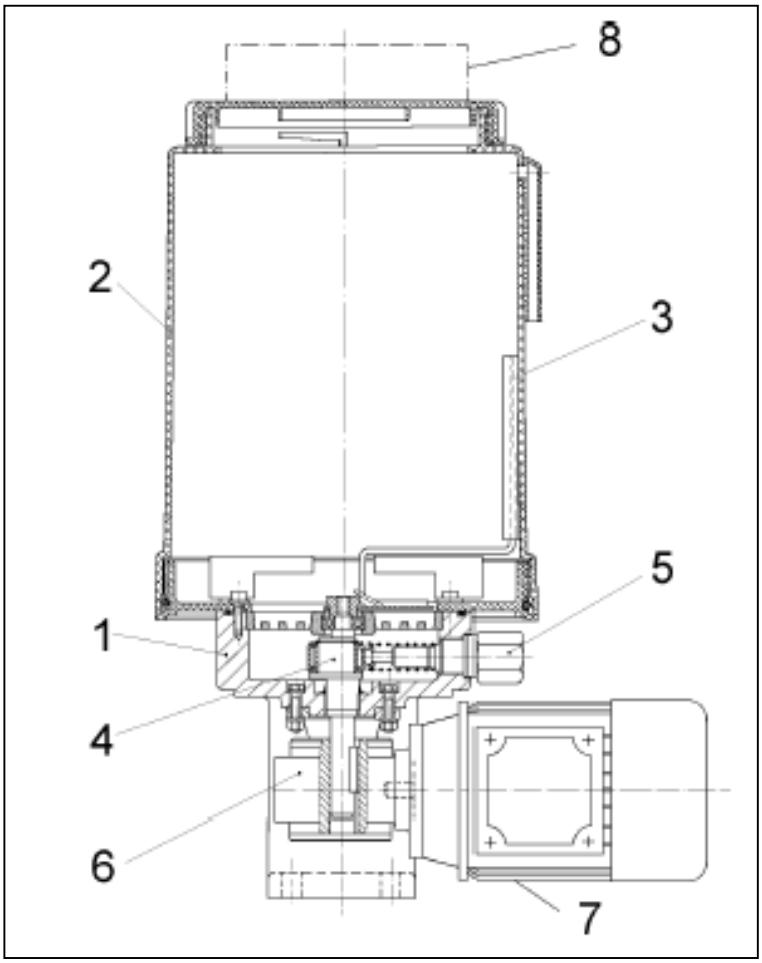

Рис. 1 Насос 205 в разрезе
- Насос состоит в основном из деталей показанных на рис. 1.
- Червячный механизм привода насоса (6) понижает частоту вращения эл.дв. (7) на частоту вращения эксцентрикого вала (4).
- Эксцентриковый вал (4) сообщает поршням насосных элементов (5) возвратно-поступательное движение, при котором происходит засасывание и выталкивание смазки через обратный клапан к выпуску.
- Эксцентриковый вал (4) одновременно приводит в движение мешалку (3). Вращение мешалки гомогенизирует смазку в ёмкости и направляет её к всасывающим отверстиям насосных элементов (5).